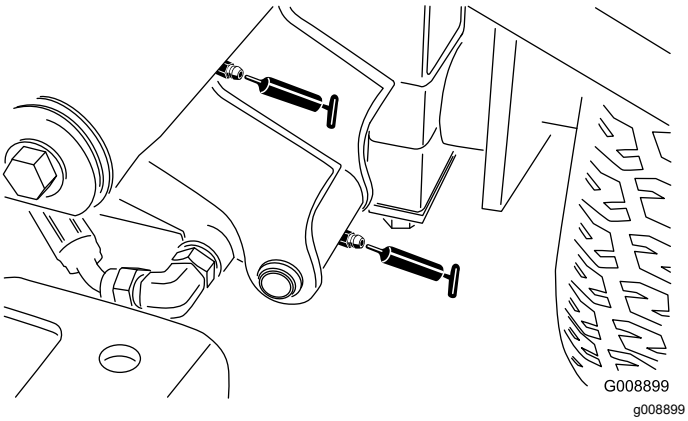

Rysunek 65
- Oś i siłownik przedniego lewego ramienia podnoszącego (2 złącza Rysunek 65)